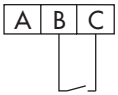

Рис. 15: *Электрические соединения*
3. Проложите кабели к клеммам корпуса в соответствии с расположением клемм (см. Рис. 15, стр. 58).